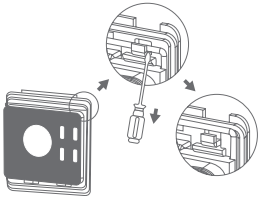

Рисунок 16. Демонтаж опорной пластины терморегулятора
2. Используя отвертку, демонтируйте опорную пластину, как показано на рис. 16.